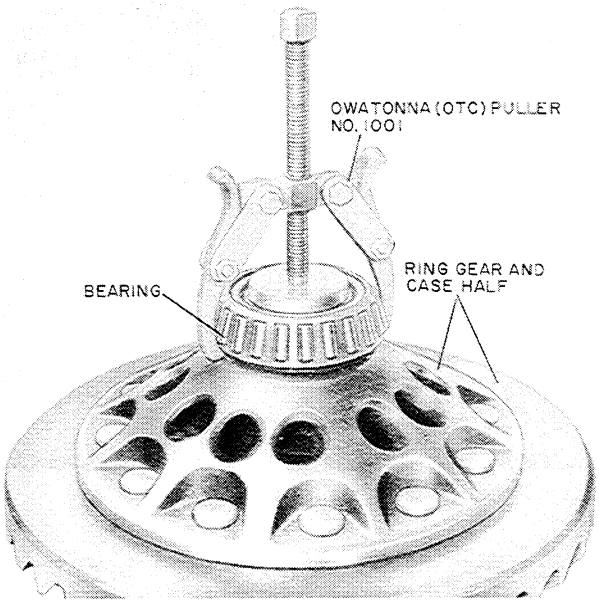

Figure T-36
10. If the differential bearing on the ring gear case half is damaged, remove the bearing, using an OTC No. 1001 Puller or equivalent, Figure T-36.